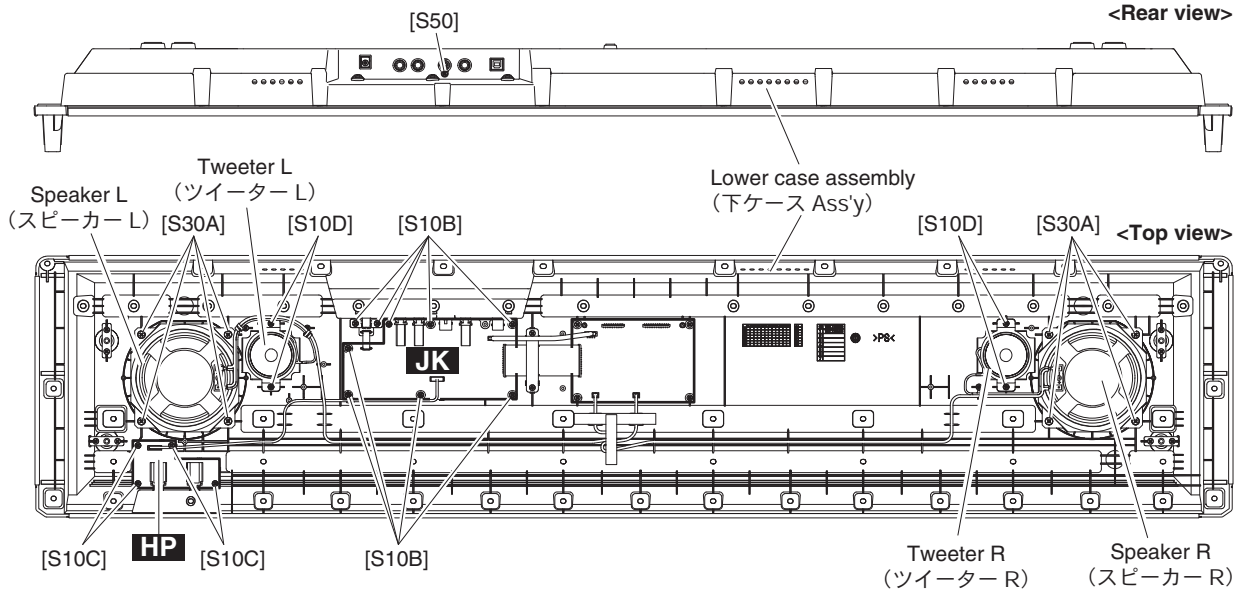

Fig. A-3（図 A-3）
A-3-2 Remove the nine (9) screws marked [S10B] and the screw marked [S50]. The JK circuit board (including DC-IN) can then be removed. (Fig. A-3)
A-4-2 Remove the four (4) screws marked [S10C]. The HP circuit board can then be removed. (Fig. A-3)
A-5-2 Remove the four (4) screws marked [S30A]. The speaker can then be removed. (Fig. A-3)
A-6-2 Remove the two (2) screws marked [S10D]. The tweeter can then be removed. (Fig. A-3)
A-3-2 ［S10B］のネジ 9 本、［S50］のネジ 1 本を外し、JK シート（DC-IN を含む）を外します。（図 A-3）
A-4-2 ［S10C］のネジ 4 本を外し、HP シートを外します。（図 A-3）
A-5-2 ［S30A］のネジ 4 本を外し、スピーカーを外します。（図 A-3）
A-6-2 ［S10D］のネジ 2 本を外し、ツイーターを外します。（図 A-3）